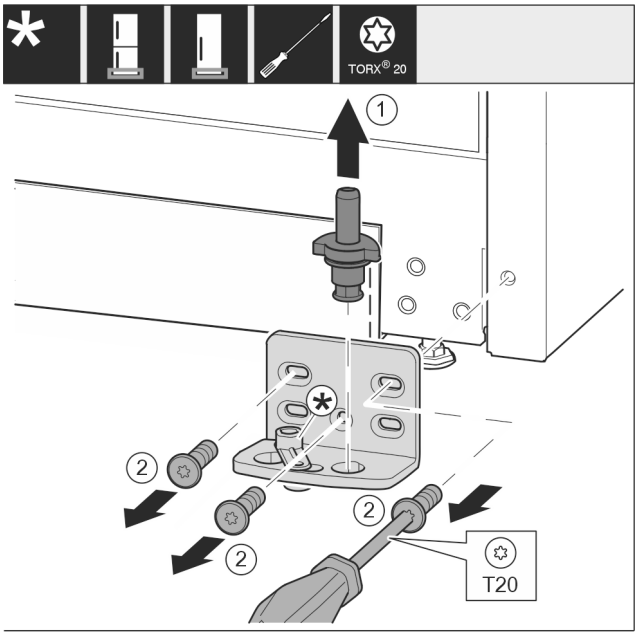

Fig. 13
- ▶ Lagerbolzen *Fig. 13 (1)* komplett nach oben herausziehen.
- ▶ Schrauben *Fig. 13 (2)* mit Schraubendreher herausdrehen und Lagerbock abnehmen.